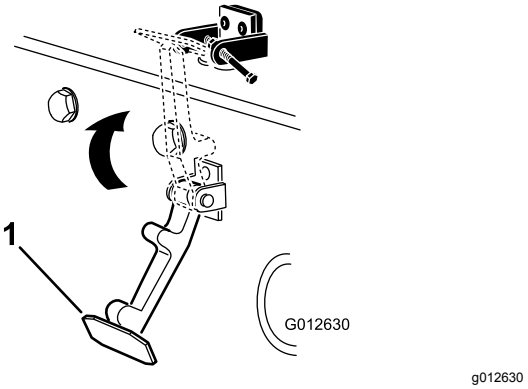

Figur 5
6. Kroka fast spärren på motorhuvslåsfästet (Figur 5).